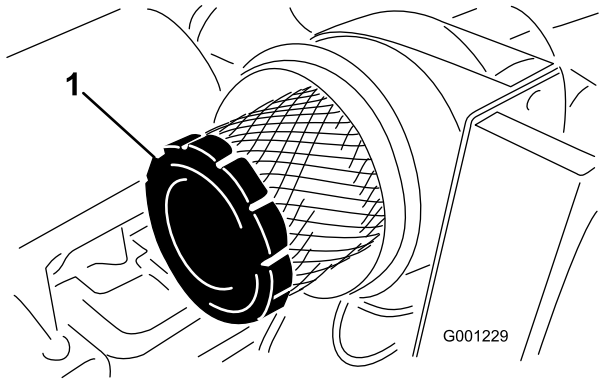

**Figur 47**
4. Afmonter og udskift primærfilteret (Figur 47).